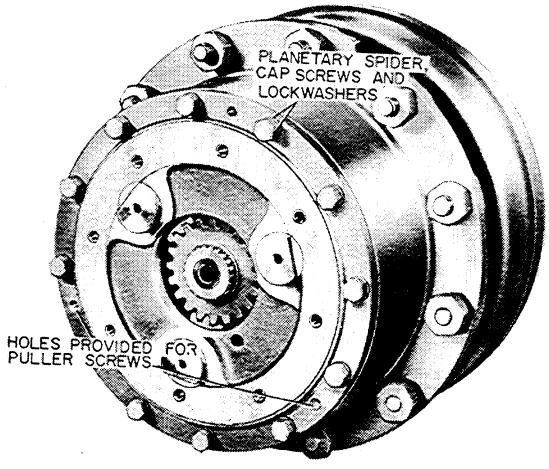

Figure U-16
2. Remove the planetary spider capscrews and lock washers, Figure U-16. The spider assembly can now be removed using puller screws in the holes provided, Figure U-16.